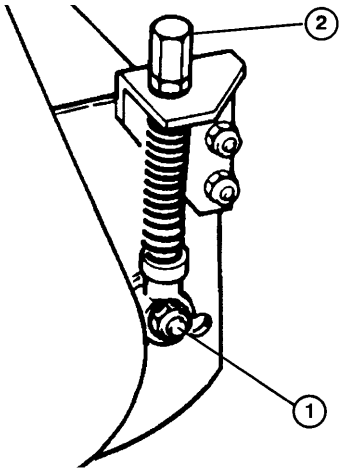

Bild 1
B. Wenn sich kein Kontakt feststellen läßt, die Klemmuttern an beiden Einstellsperrschrauben (Bild 1) lockern. Dann beide Einstellschrauben soweit im Uhrzeigersinn drehen, bis Kontaktgeräusch und -widerstand festgestellt werden.
1. Alle Schnittwerke in der starren Stellung sperren (vgl. Schnittwerkorientierung, Bild 1). Die Spindel-/Untermesser- und Schnitthöheneinstellungen vornehmen.